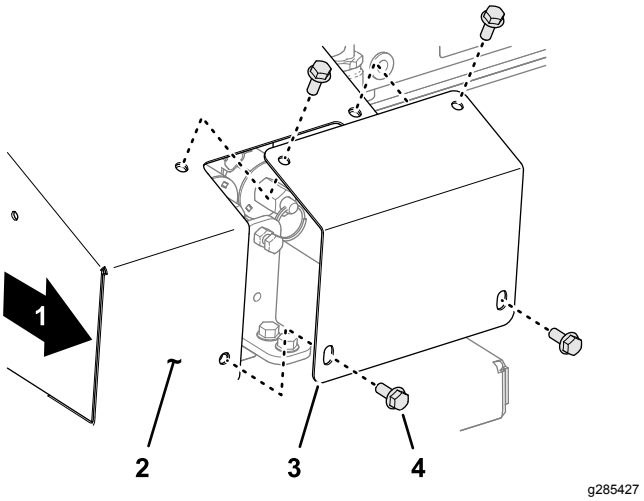

Figur 27
1. På højre side af maskinen skal du fjerne de 4 maskinskruer med flangehoved, der fastgør dækpladen til omgåelse (Figur 27).